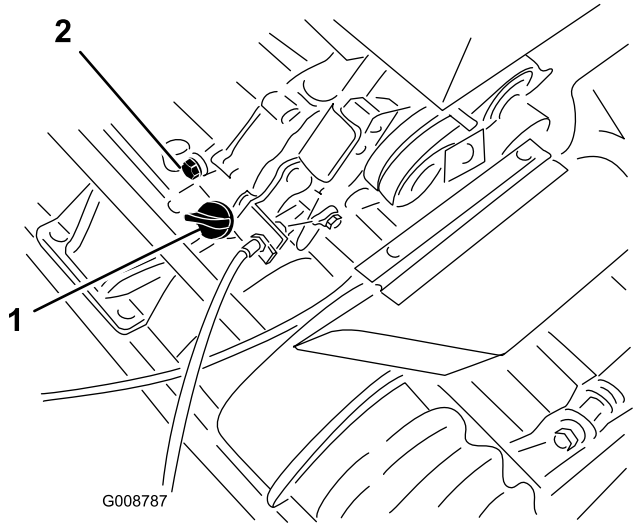

Figur 19
1. Plasser gressklipperen slik at motoren står jevnt, og rengjør rundt oljenivåmåleren (Figur 19).
2. Sett et oppsamlingsfat under tappepluggen bak på maskinen (Figur 19).